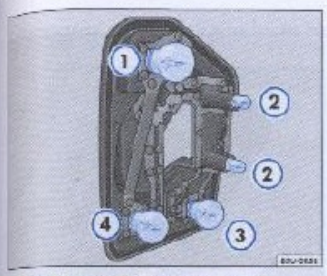

Fig. 145 Lámparas de la linterna trasera
La localización y la identificación de las lámparas ⇒ fig. 145 están relacionadas a continuación:
– Para sustituir las lámparas quemadas ⇒ página 213, fig. 145 ①, ③ y ④, presiónelas contra el soporte y gírelas, al mismo tiempo, en el sentido antihorario. Para remover las lámparas quemadas ⇒ página 213, fig. 145 ②, basta tirarlas hacia afuera del soporte.